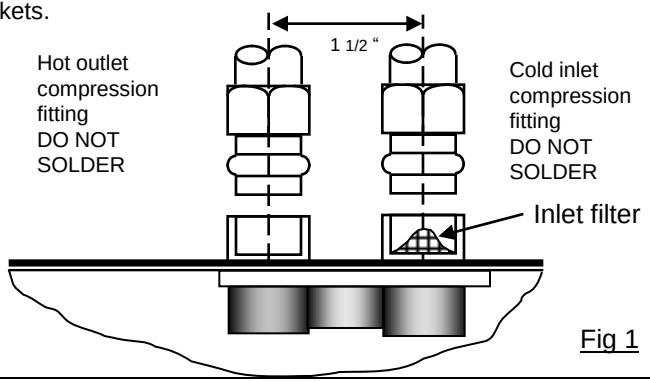

Fig 1
4) The power indicator light should now come on with water flowing. (see Fig. 1). At this point water temperature will begin to rise to a maximum temperature of 105ºF and stabilize.